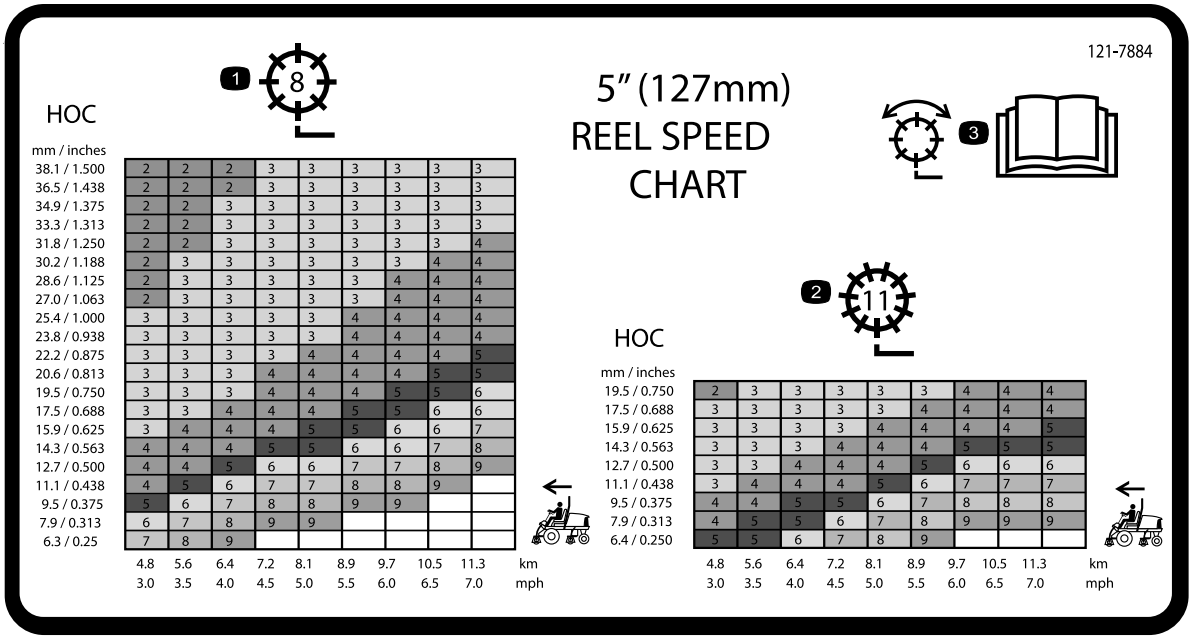

Figur 31
3. Bruk grafen på spolehastighetsdiagram (Figur 31) for å fastsette korrekt spolehastighet.